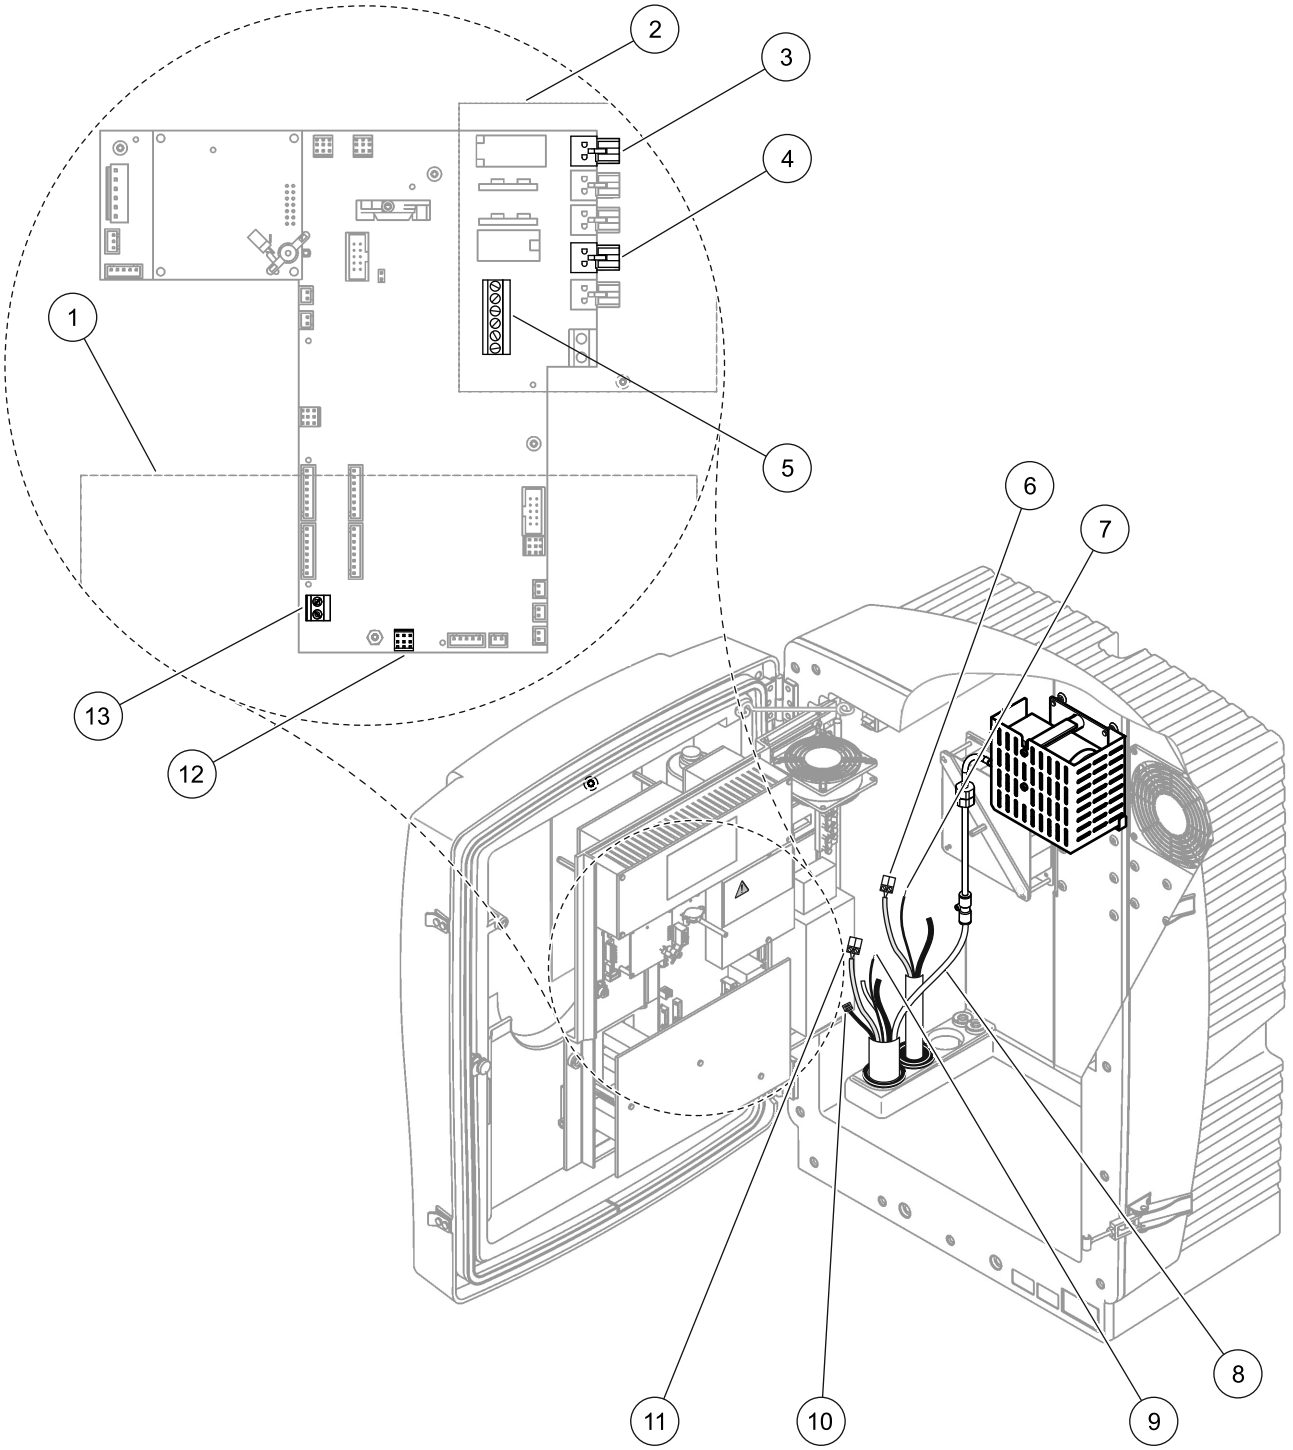

图 16 连 接 过滤器 探头 sc 和 可选的 加热 排放装置
4. 将过滤器探头 sc 的地线 （绿色 / 黄色）（项目 9，图 16 位于第 30 页）与地面接线端相连 （项目 5，图 16 位于第 30 页）。
5. 将电源接头连接到适当的接线端 （项目 4 和 11，图 16 位于第 30 页）。
7. 将数据接头 （项目 10，图 16 位于第 30 页）连接到主板 （项目 12，图 16 位于第 30 页）。
9. 将过滤器探头 sc 的白色空气管 （项目 8，图 16 位于第 30 页）与分析仪上的空气导管接头相连 （图 16 位于第 30 页）。
请参考图 16 并按照下列步骤连接加热排放装置。
5. 将加热排放装置 （项目 6， 图 16 位于第 30 页）的电缆连到接线排 （项目 3，图 16 位于第 30 页）上。